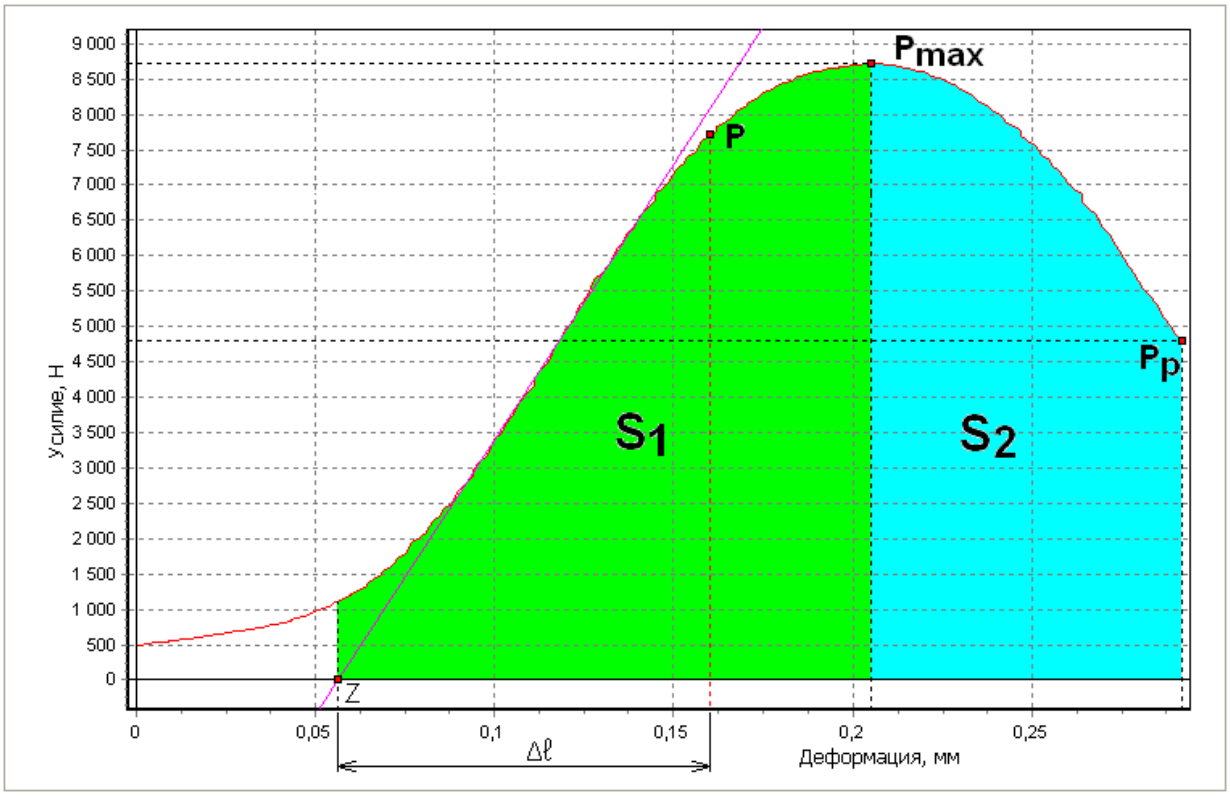

Рис. 20. Определение удлинения по полной деформации от точки Z
- По полной деформации от точки Z (рис. 20);